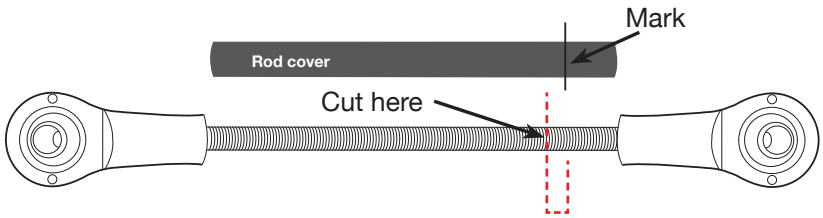

*fig. 27*
6. Remove the rod linkage from the sensor arm and measure 1/2” back from the mark. This will show where to cut the rod (fig. 27).